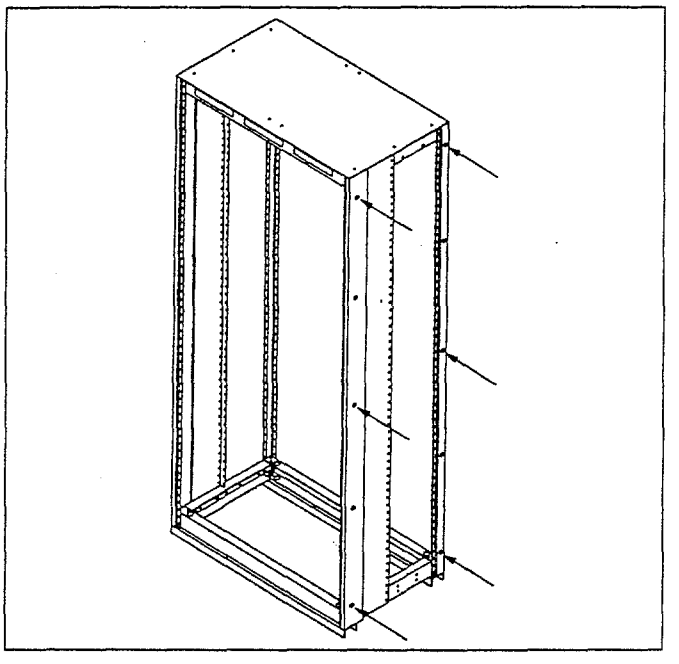

Figure 7: Indoor Switchboards
3. Six 3/8–16 x 1 bolts are provided. Place them through the existing holes in the front and rear vertical corner channels to join adjacent sections (figure 7).